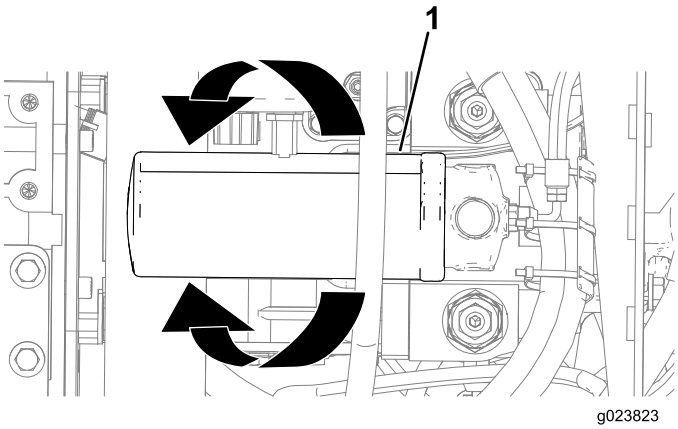

Rysunek 118
3. Umieść miskę spustową lub kilka szmatek pod filtrem ciśnieniowym oleju hydraulicznego (Rysunek 118).
4. Obróć filtr ciśnieniowy oleju hydraulicznego w lewo i wyjmij filtr (Rysunek 118).
6. Przyłóż nowy filtr ciśnieniowy do miejsca osadzenia i obracaj nim w prawo, aż uszczelka filtra zetknie się z adapterem (Rysunek 118).